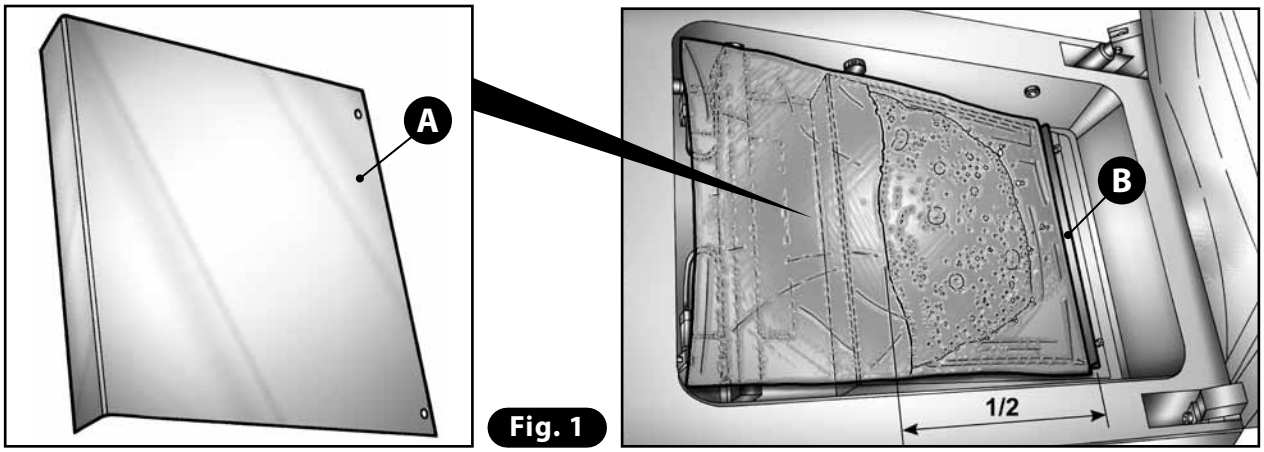

Fig. 1
3) Introduire le sachet contenant le liquide à conditionner à l'intérieur de la cloche, en ayant soin de ne pas le remplir plus de moitié (1/2) **(Fig. 1).** Le placer en position centrée sur la barre de soudure, de manière à ce que le bord ouvert dépasse d'environ 20 mm de ladite barre.